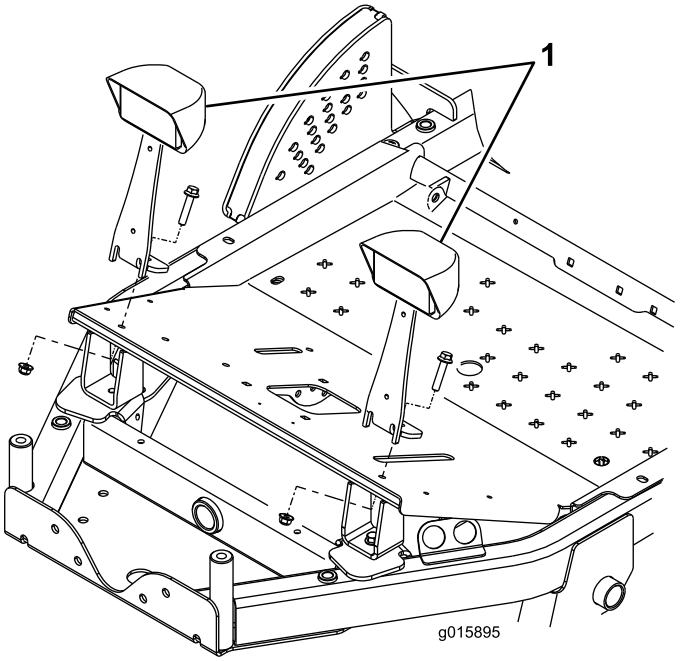

**Figure 7**
Mount the headlight brackets to the platform with (2) 3/8 x 1–3/4 inch flange head screws and 3/8 inch flange nuts as shown in Figure 7.